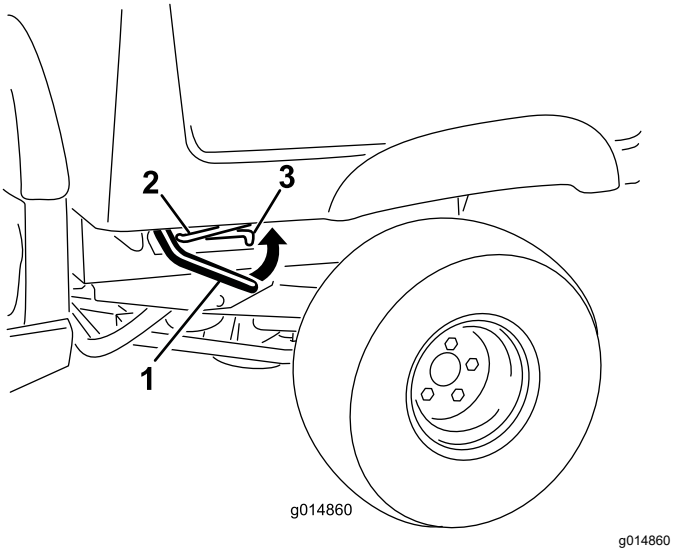

Figura 14
1. Com a alavanca em qualquer um dos lados da plataforma, eleve a plataforma (Figura 14).
1. Eleve ligeiramente a plataforma de carga elevando a alavanca de bloqueio (Figura 14).